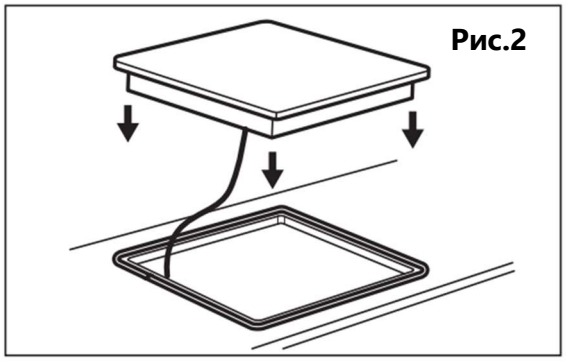

Рис.2
4. Переверните прибор в нормальное положение, выровняйте по вырезу столешницы и установите прибор (рис.2) .
2. Снимите конфорку вместе с крышкой, вы увидите жиклер (Рис. 2).